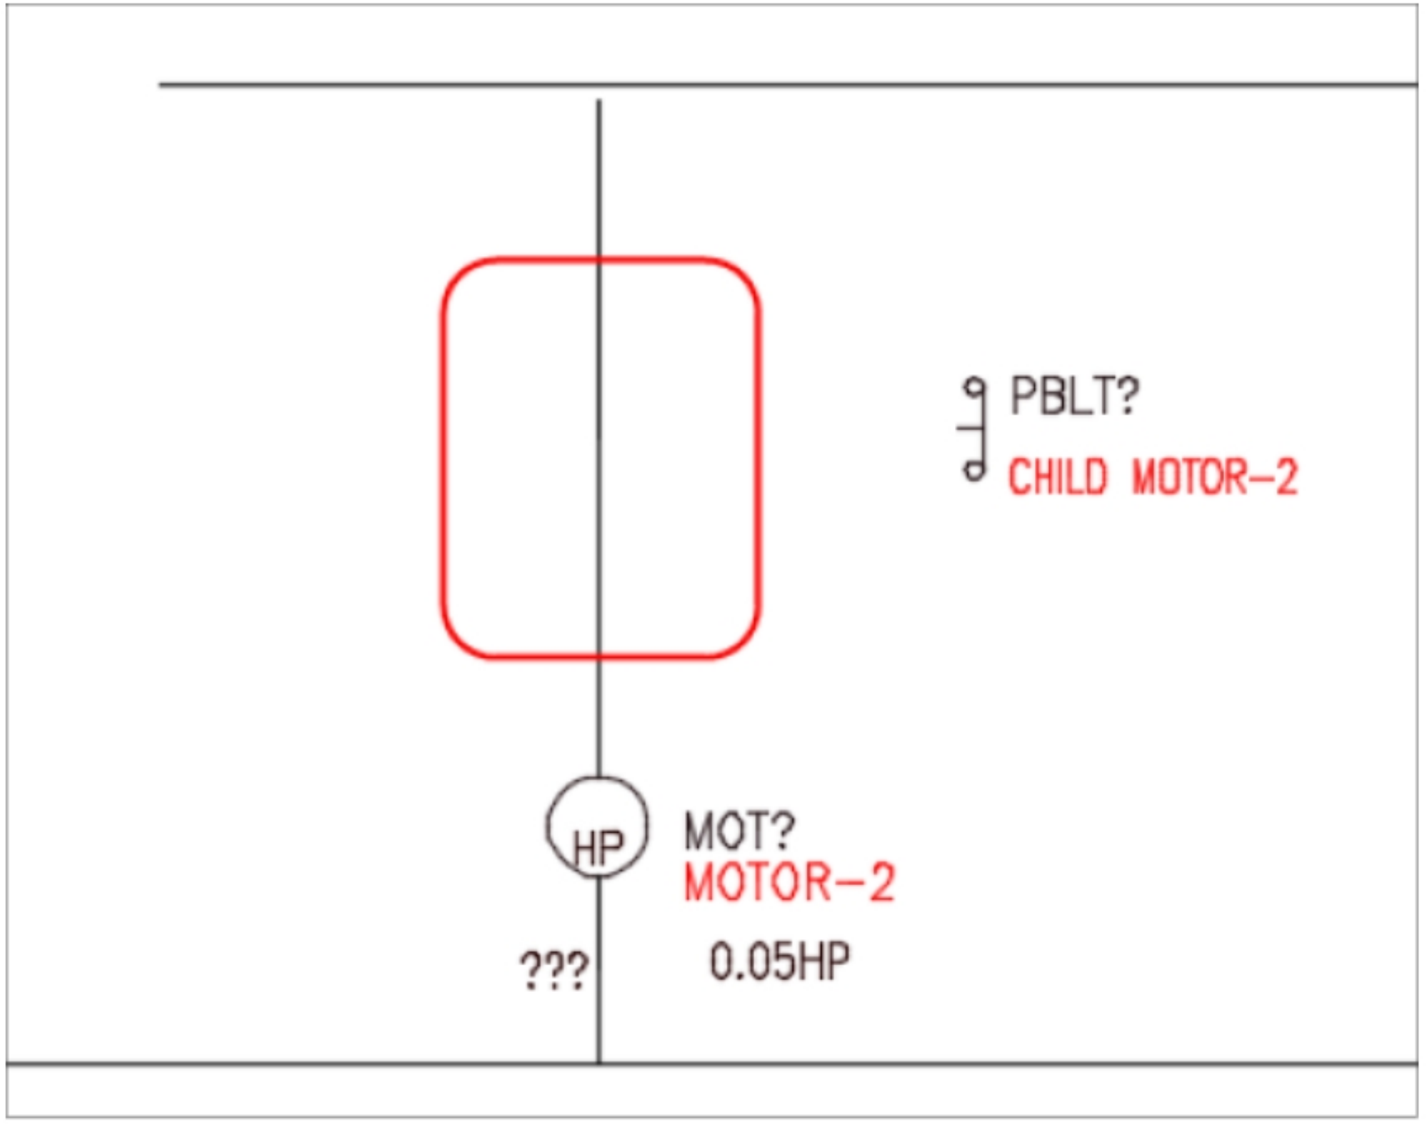

Figure-32. Circuit after moving component
- Click at new position to place the component. The component will be placed and the circuit will be modified to fill the gap; refer to Figure-32.